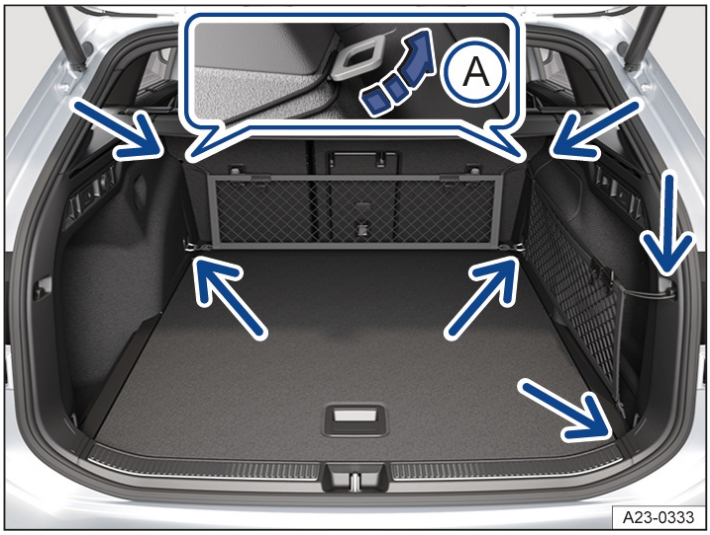

Fig. 1 In the luggage compartment: hooked-in side nets.
2. Hook the lower hooks of the side net into the corresponding tie-down(arrows) → *fig. 1*, → ⚠.
3. Hook the upper loops of the side net to the corresponding rear hooks→ *fig. 1* (arrows) and to the backrest lock → *fig. 1* (magnifying glass, arrow (A)).
2. Unhook the upper loops of the side net → *fig. 1*, → ⚠.